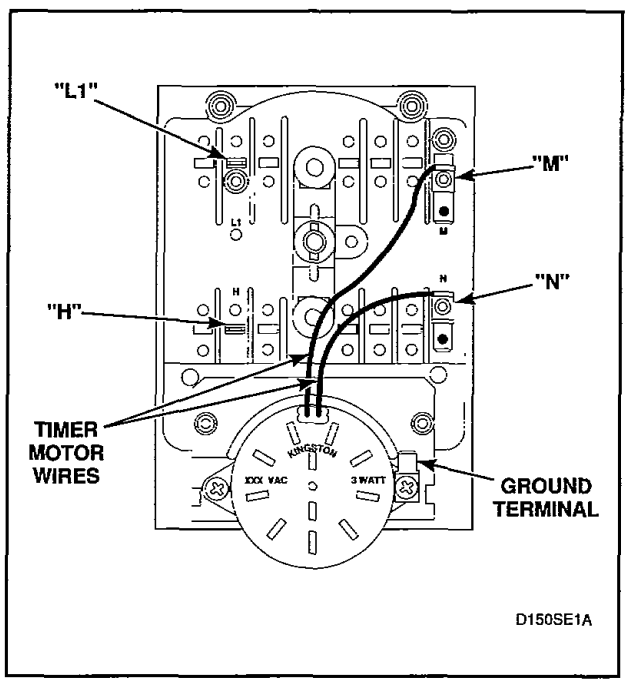

Figure 53
d. Disconnect wires from timer, *Figure 53,* except timer motor wires.